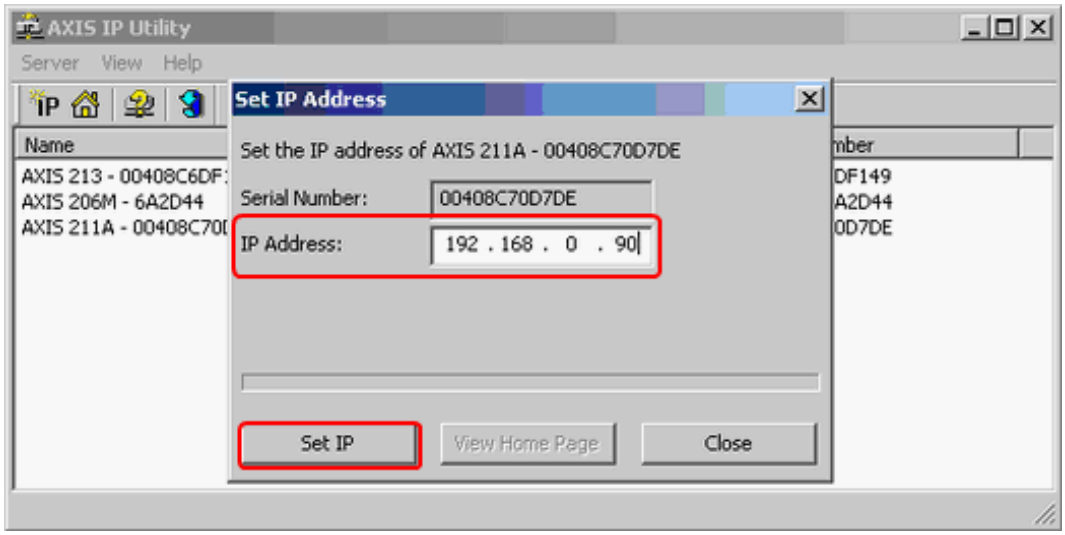

Figure 6.1—8 Entering the required IP-address in the Set IP Address dialog box
2.6. Confirm the IP-address assigned to the Axis network camera by clicking **Set IP** (Figure 6.1—8).